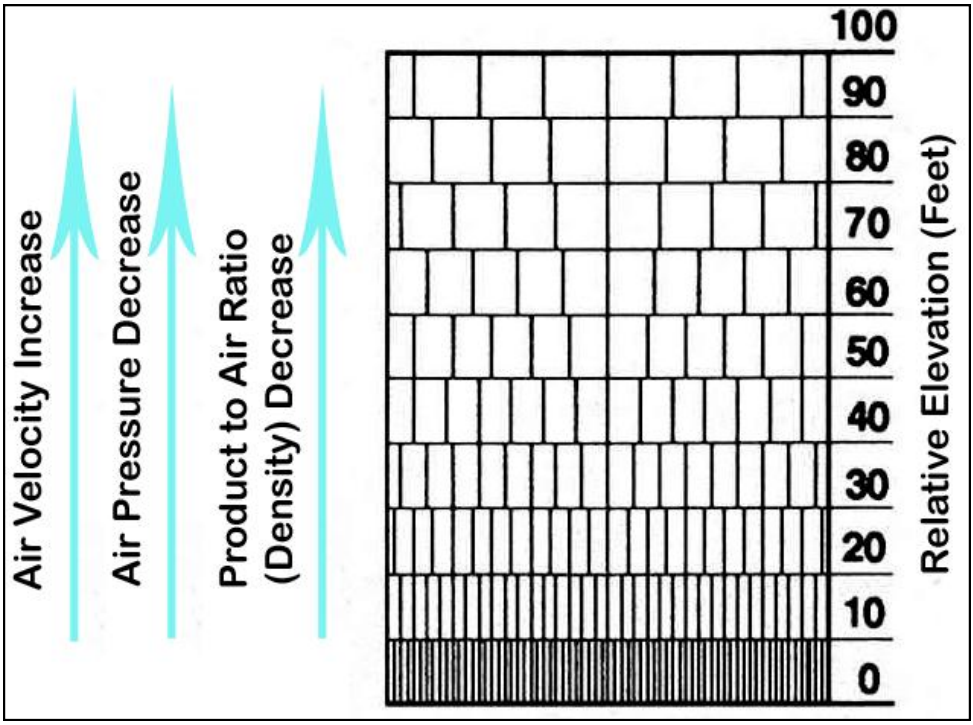

Figure 14. Relative Density at Various Elevations
2. The relative density (product to air ratio) decreases as the elevation increases. The higher the storage facility, the longer it will take to unload. Figure 14, illustrates the relative density at various elevations. Note that as the product head decreases, the air velocity will increase and air pressure will decrease.